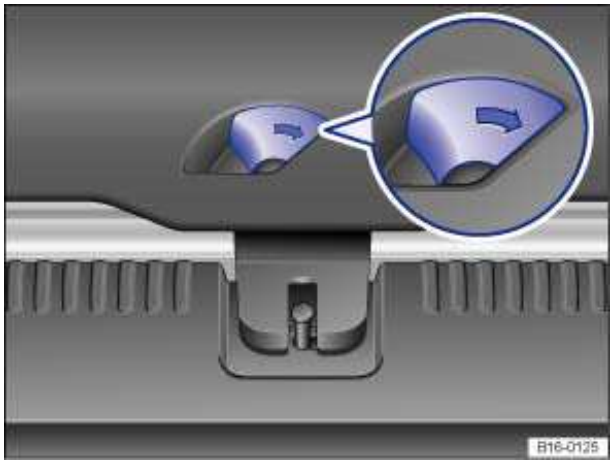

Fig. 152 Opening the luggage compartment lid from inside the luggage compartment.
- Push the lever in the direction of the arrow ⇒ fig. 152. The luggage compartment lid unlatches. Push the luggage compartment lid to open.